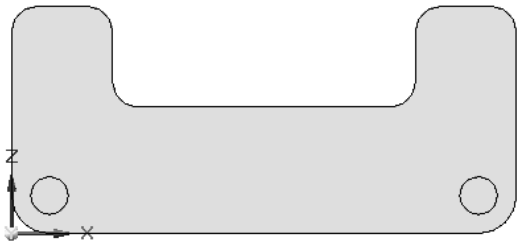

Figure 2-46 *Final profile for Tutorial 1*
7. Move the cursor over the center point of the lower right fillet and click when the concentric relationship handle is displayed. The final profile for Tutorial 1 is shown in Figure 2-46.